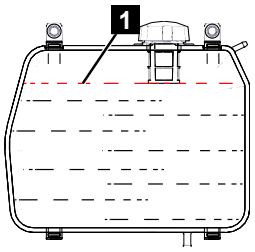

Fig. 144
5. Fill the fuel tank up to the specified maximum fill level (Fig.144/1).